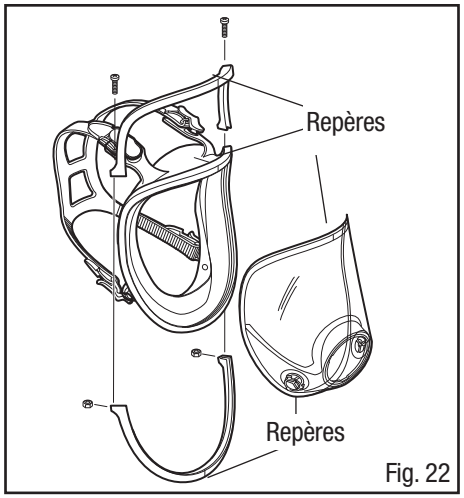

Fig. 22
5. Placer une lentille et un joint facial neufs en alignant les repères supérieurs et inférieurs. Placer les parties supérieure et inférieure du cadre en alignant les repères inférieurs et supérieurs Installer et serrer les vis. S'assurer que les repères supérieurs et inférieurs de tous les composants sont adéquatement alignés (Fig. 22).
2. Placer la partie inférieure du cadre en alignant les repères verticaux centraux et appuyer pour fixer (Fig. 22).